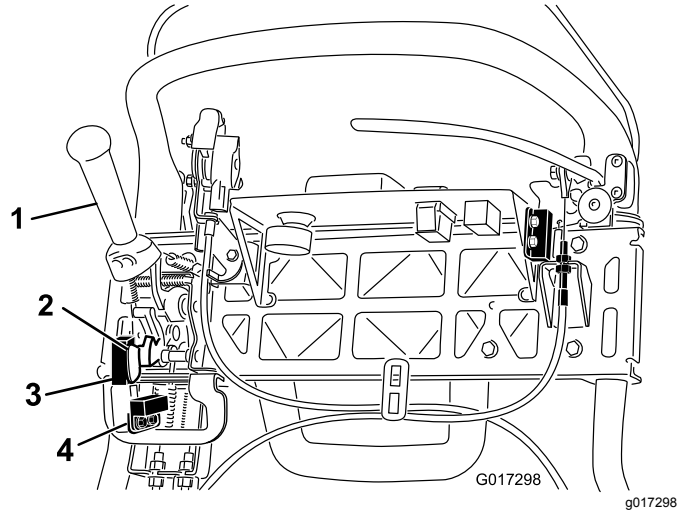

Figur 44
4. Løsn sikkerhedskontaktens fastgørelsesanordninger (Figur 44).
5. Anbring et afstandsstykke på 1,6 mm mellem traktionshåndtaget og sikkerhedskontakten (Figur 44).
4. Løsn plæneklippersensorens fastgørelsesanordninger (Figur 44).
5. Placer et 1,6 mm tykt afstandsstykke mellem flaget til plæneklippersensoren og plæneklippersensoren (Figur 44).